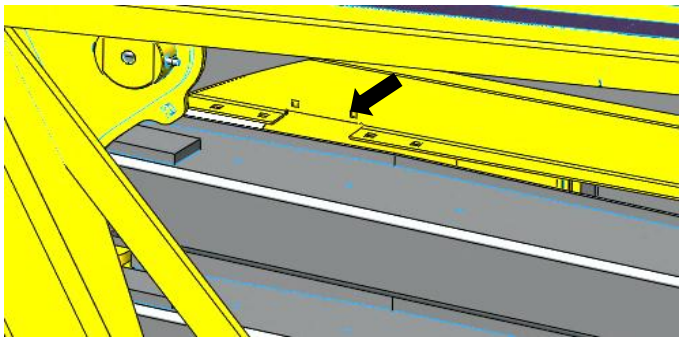

Figure 1
2. The two pre-drilled mounting holes for the star wheels are located past the knotters on the side of the top support bar running the length of the bale chute (Figure 1).